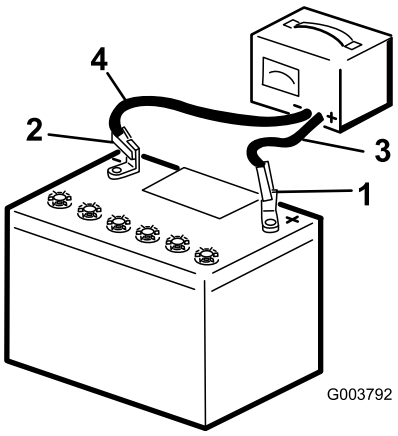

Figuur 39
3. Laad de accu 10 tot 15 minuten op bij 25 tot 30 A of 30 minuten bij 4–6 A (Figuur 39). De accu niet te ver opladen.
4. Zodra de accu volledig is opgeladen, haalt u de acculader uit het stopcontact en maakt u vervolgens de oplaadkabels los van de accuklemmen (Figuur 39).